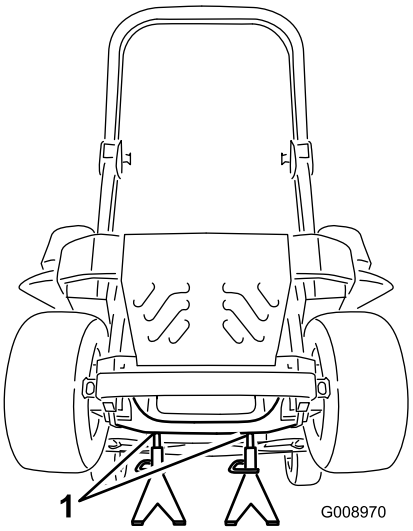

Figuur 100
3. Breng de machine omhoog en ondersteun de machine met assteunen (Figuur 100).
9. Verwijder de assteunen en breng de machine omlaag (Figuur 100).